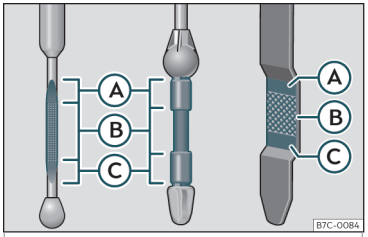

Fig. 186 Engine oil dipstick.
– Then pull it out once more and check the oil level››› **Fig. 186** . Top up with engine oil if necessary.
- When the oil level reaches at least zone ››› **Fig. 186** Ⓑ, unscrew the engine oil filler cap carefully ››› ❗.
If the oil level is above area››› Fig. 186 Ⓐ, do not start the engine. This could result in damage to the engine and catalytic converter. Contact a specialised workshop.
The oil level must never be above zone ››› Fig. 186 Ⓐ. Otherwise oil can be drawn in through the crankcase breather and leak into the atmosphere via the exhaust system.